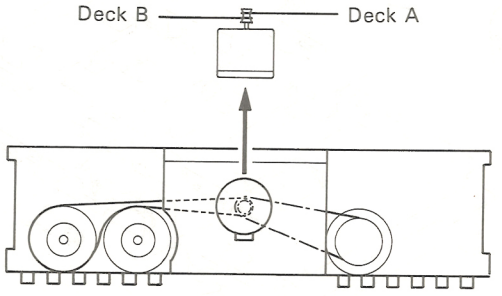

Fig. 7-10
■ **Motor bracket (See Fig. 7-10)**
1) Remove the two screws (1).
2) Remove a screw (2) securing the lug wire.